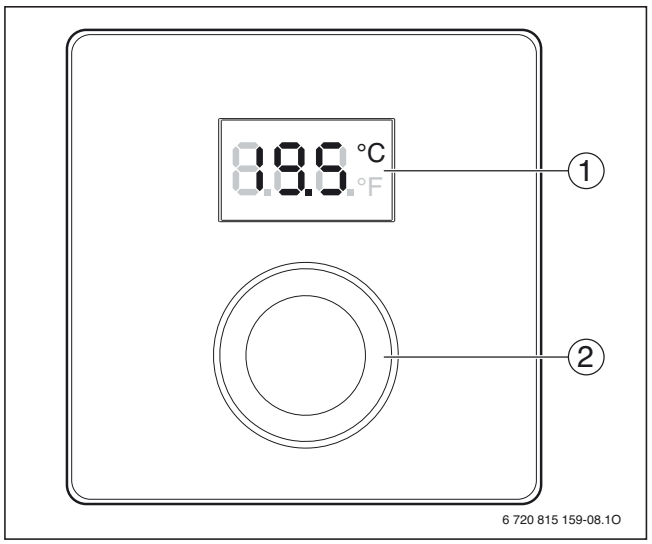

Fig. 60 Eléments de commande
Le réglage de l'unité de commande CR 10 (H) est très simple grâce à un bouton de sélection central pour la « commande à une main » (appuyer et tourner avec un seul bouton → fig. 60, [7]).
L'unité de commande CR 10 (H) permet de mesurer la température ambiante actuelle à l'aide d'une sonde de température ambiante intégrée. Le bouton de sélection (→ fig. 60, [2]) ne permet que de modifier provisoirement la température ambiante jusqu'au prochain point de commutation du programme horaire. En mode optimisé du HPC 400 (sans chauffage ni abaissement), la température est ainsi continuellement adaptée jusqu'au réglage du mode optimisé. D'autres fonctions peuvent être modifiées uniquement avec l'unité de commande C 400/CW 800 ou HPC 400 (par ex. le mode circuit de chauffage, la température ambiante de consigne réglée en permanence, le programme horaire et les fonctions ECS).